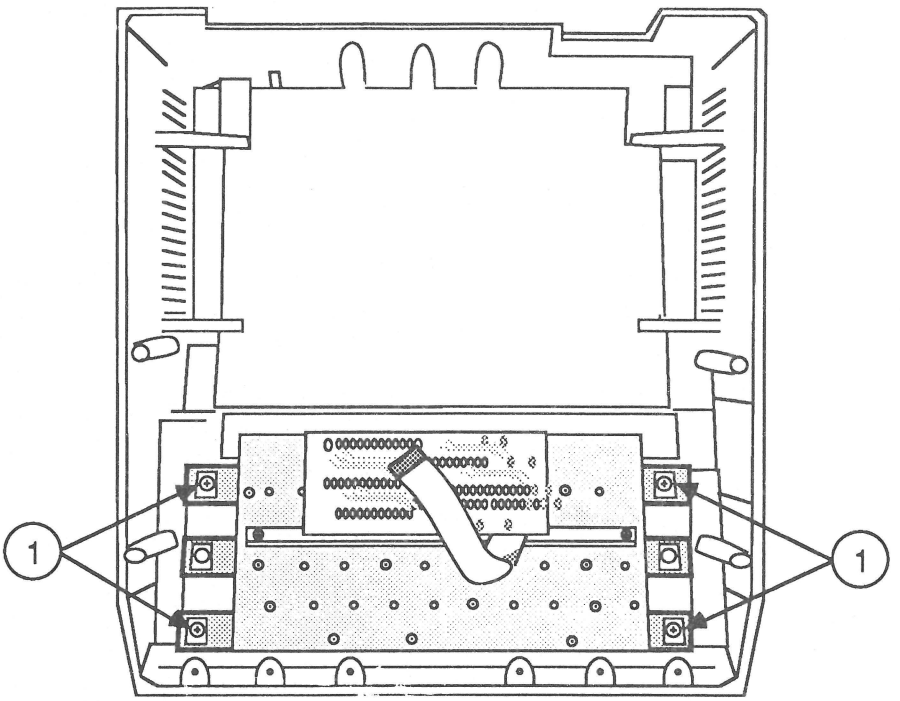

FIGURE 4
IPL.5 Keyboard Encoder Card (Figure 4)
3. Remove the four nuts and lockwashers (Figure 4, #1) securing the keyboard to the housing, and remove the keyboard.